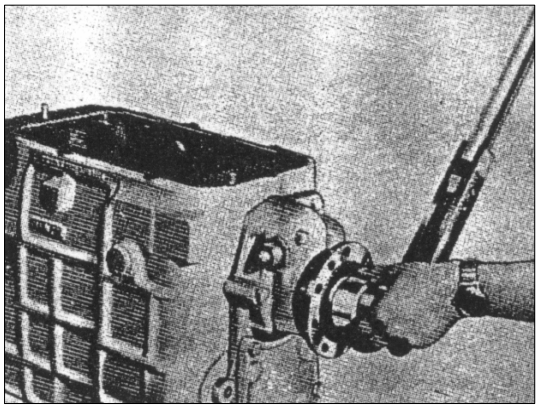

РИС. 247
24) Прокладка задней крышки картера коробки передач должна быть установлена на задней крышке с помощью герметика. Поставьте заднюю крышку вместе с проставочным кольцом на место. Установите заднюю крышку картера коробки передач. Застопорьте вторичный вал, зацепив одновременно две передачи. Установите фланец карданного вала, шайбу-ограничитель и новую гайку со стопорным венцом. Затяните гайку с усилием 32-37 кг·м с помощью головки 41мм и динамометрического ключа (см. рис.247).Поставьте передачи в нейтральное положение.